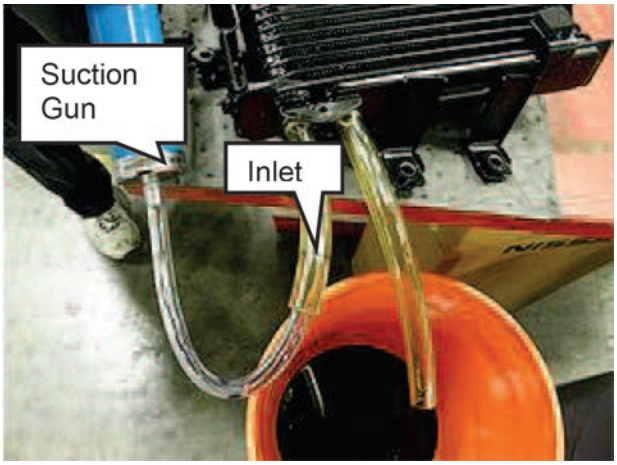

Figure 9
12. Flush from the inlet side of the auxiliary fluid cooler through to the outlet. (Figure 9)